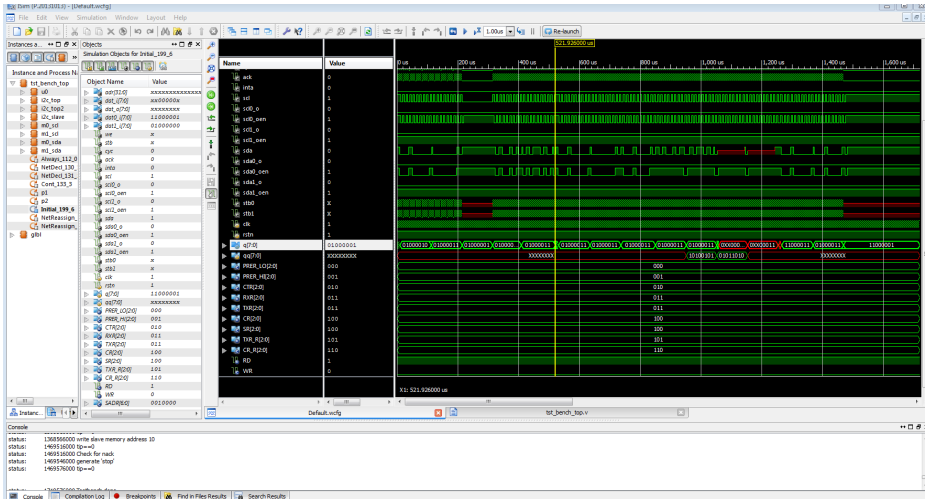

Figure 4-12 *Full test bench simulation run*
8. Go to the Default.wcfg tab and take a look at the waveform view. Zoom to full view to get a good look at the full simulation run (Figure 4-12).